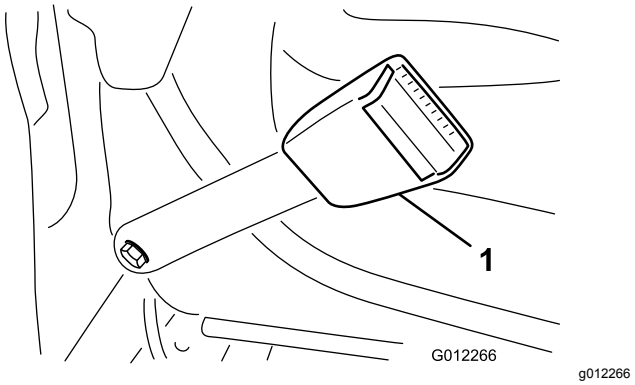

Figuur 6
1. Monteer het uiteinde van elk deel van de veiligheidsgordel aan de gaten in de achterkant van de stoel met 2 bouten (7/16" x 1"), platte ringen (7/16"), en borgringen (7/16") (Figuur 6).